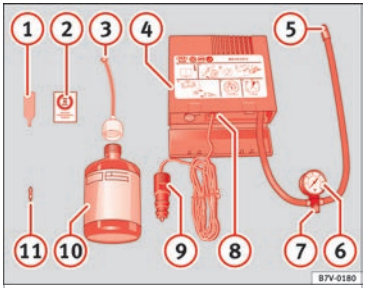

Fig. 64 Standard representation: Contents of the tyre mobility system.
- Unscrew the tyre valve cap and insert. Use the ››› **Fig. 64** ① tool to remove the insert. Place it on a clean surface.
- Shake the tyre sealant bottle vigorously ››› **Fig. 64** ⑩.
- Screw the inflator tube ››› **Fig. 64** ③ into the sealant bottle. The bottle's seal will break automatically.
- Remove the lid from the filling tube ››› **Fig. 64** ③ and screw the open end of the tube into the tyre valve.
- Place the insert back into the tyre valve using the tool ››› **Fig. 64** ①.
- Screw the compressor tyre inflator tube ››› **Fig. 64** ⑤ into the tyre valve.
- Check that the air bleed screw is closed ››› **Fig. 64** ⑦.
- Insert the connector ››› **Fig. 64** ⑨ into the vehicle's 12-volt socket ››› page 174.
- Turn the air compressor on with the ON/OFF switch ››› **Fig. 64** ⑧.